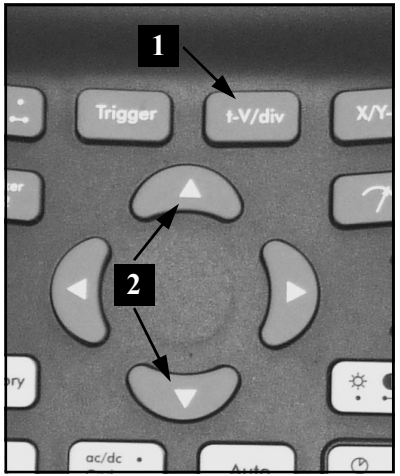
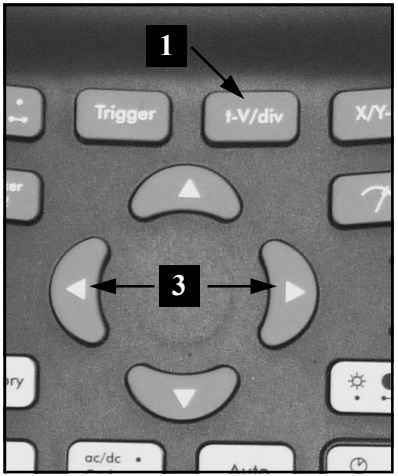

Fig 40
Fig 41
First press the **„t-V/div“** key **(1)**, use up/down cursorkeys **(2)** for changing the input sensitivity (V/div) **(Fig 40).** Press the left/right **(3)** cursorkeys for changing the timebase (time/div). **(Fig 41)**
1. Changing Volt/div (Fig. 40):
2. Changing the timebase (fig. 41):
Druk eerst **"t-V/div" (1)** en daarna de omhoog of omlaag pijltoetsen **(2)** voor het wijzigen van de ingangsgevoeligheid (V/div) **(Fig 40).** Gebruik de linker of rechter pijltoetsen **(3)** voor het wijzigen v/d tijdsbasis (t/div). **(Fig 41)**
1. Wijzigen v/d spanning per verdeling (Fig. 40):
2. Wijzigen van de tijdsbasis (fig. 41) :
Enfoncez d'abord la touche ***"t-V/div" (1)*** et utilisez les touches curseur haut/bas **(2)** pour modifier la sensibilité d'entrée (V/div) **(Fig 40).** Utilisez les touches curseur gauche/droite **(3)** pour modifier la vitesse de balayage de la base de temps (t/div) **(Fig 41)**
1. Modification de la tension par division (fig. 40) :
2. Réglage de la base de temps (fig. 41) :
Drücken Sie zuerst die **„t-V/div" (1)** Taste um danach mit den Pfeiltasten *„hoch"* und *"runter" (2)* die Eingangsempfindlichkeit (V/div) zu ändern **(Fig 40).** Drücken Sie die Pfeiltasten links und rechts **(3)** um die Zeitbasis (t/div) zu ändern. **(Fig 41).**
1. Ändern von Spannung pro Teilung (Abb. 40) :
2. Ändern der Zeitbasis (Abb. 41) :